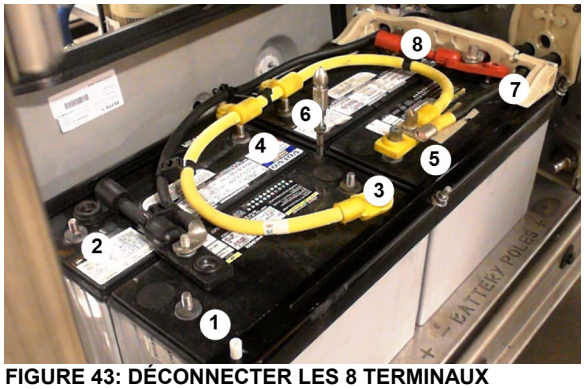

FIGURE 43: DÉCONNECTER LES 8 TERMINAUX
3. Avec une douille 9/16'' et une clé à rochet, déconnecter les huit (8) terminaux des batteries (FIGURE 43).